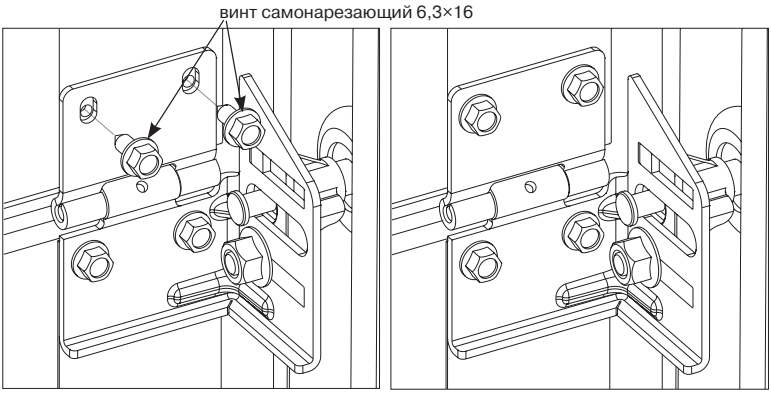

*Рис.29.1*
2) двумя самонарезающими винтами 6,3×16 закрепить к панели верхнюю полупетлю боковой петли, установленной на предыдущей панели (рис.29.1). Панель должна быть строго вертикальна;